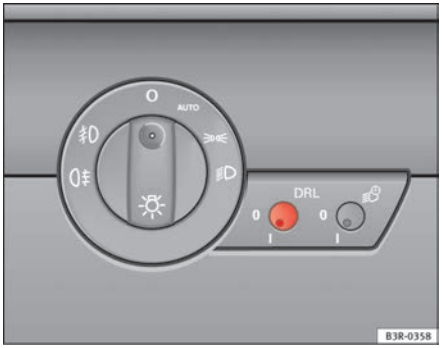

Fig. 90 Daytime running lights switch
– Briefly press the knob ⇒ fig. 90 to release it from its set position.